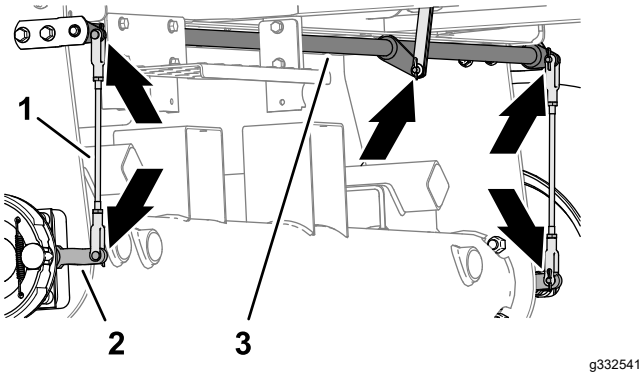

Figur 70
1. Inspiser venstre og høyre bremsestangenheter (Figur 70) for skade og slitasje.
2. Inspiser svingakselen for bremse (Figur 70) for skader og slitasje.